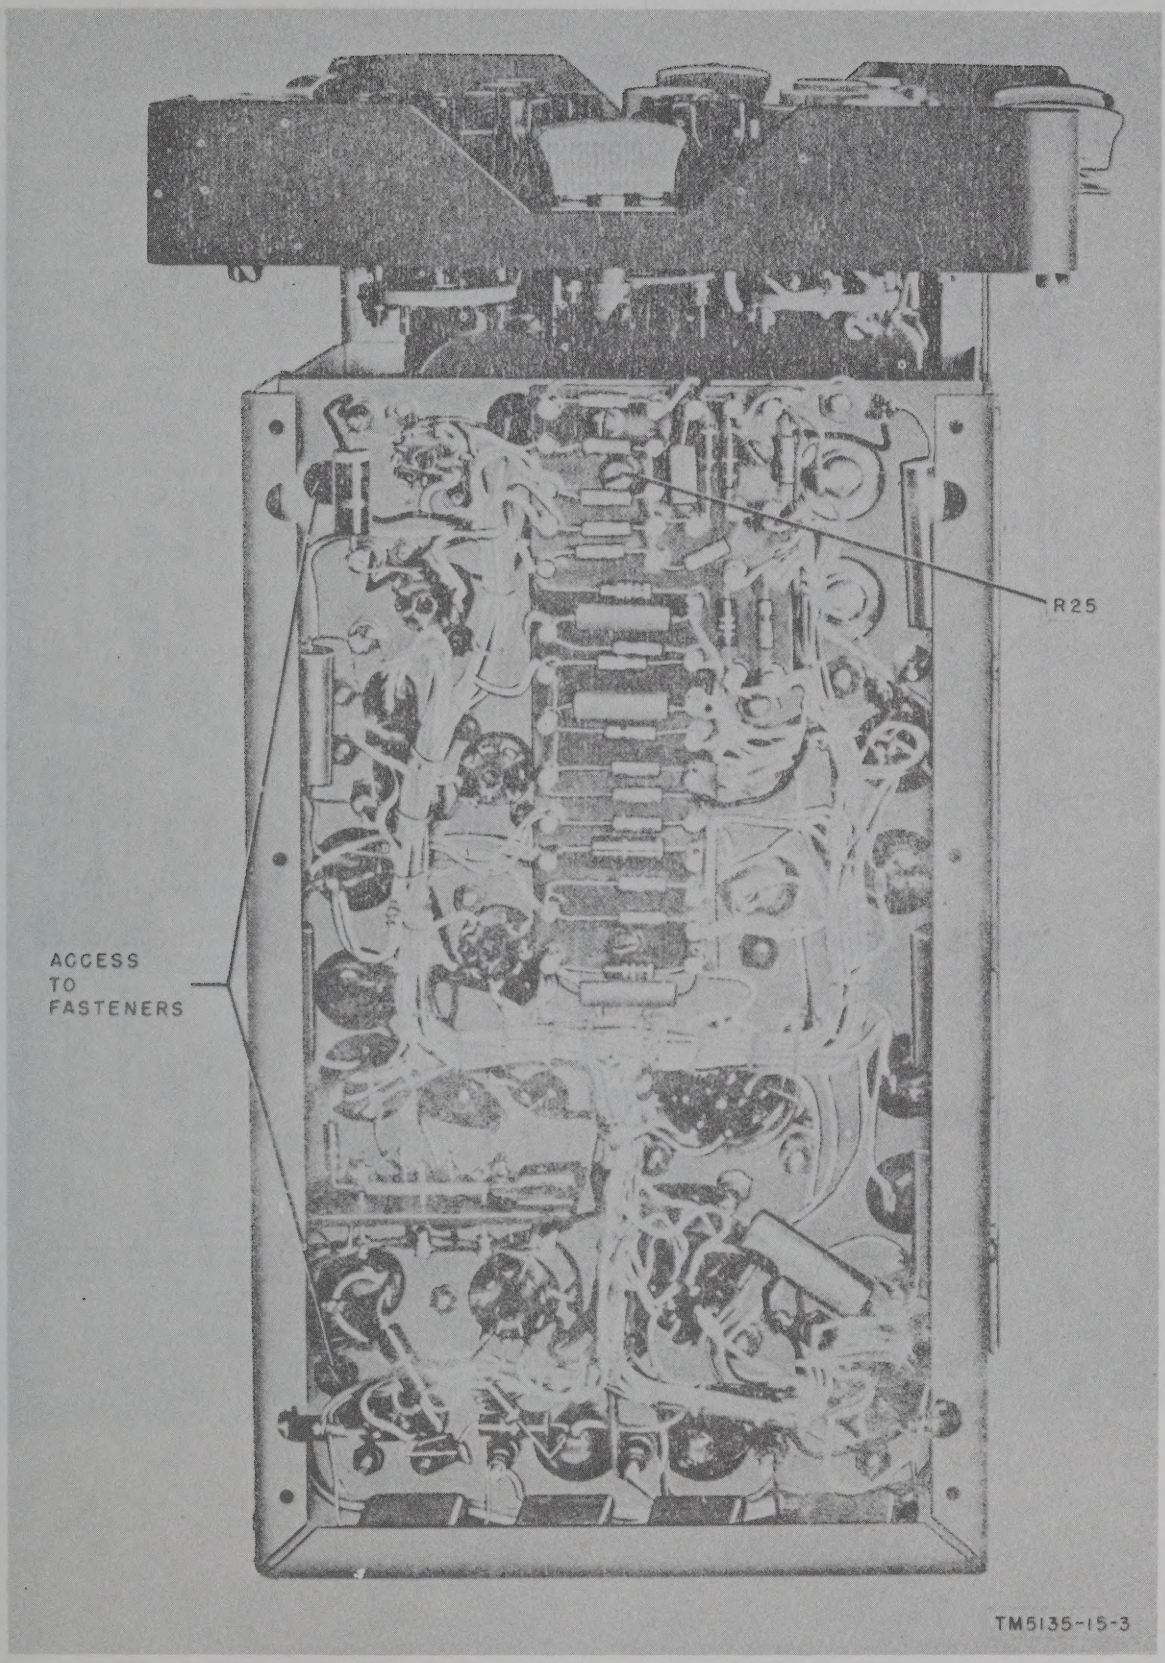

Figure 3. Control unit, case removed, top view.
c. Figure 3 shows the control unit (top view) with the case removed. The interior is made up of two chassis, one upper level and one lower level. The lower level chassis is secured to the front panel, and the upper level chassis is attached to the lower with a piano-type hinge, two Camloc fasteners (accessible through the holes
d. Insert a screwdriver into the two access holes (fig. 3) and turn each of the two fasteners ¼ turn counterclockwise.
mately 12 beeps per minute should be heard. If the number of beeps per minute is incorrect, remove the chassis from the case and, with a screw driver, adjust R25 (fig. 3) to the proper setting. Replace the chassis.